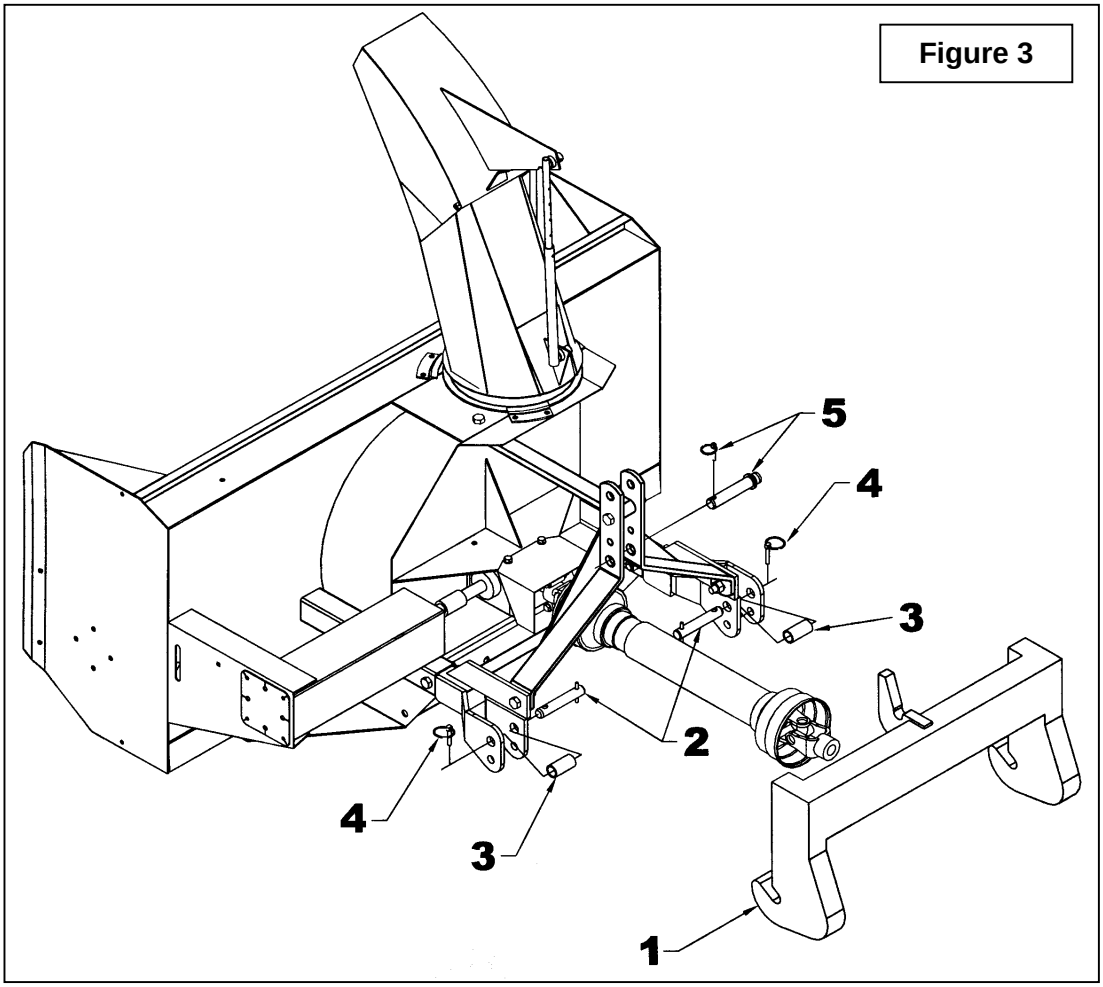

Figure 3
Installation of the Snowblower with Quick Hitch ***(Figure 3)***
1. Install the 1 1/8" x 6 1/2" lg Cat. 2 pins (item 2) by first inserting a bushing (item 3 not supplied) between each lower hitch plates and fasten with the linchpins (item 4)
2. Install pins (item 5 not supplied) in the lower hole of the hitches as illustrated on figure 3.